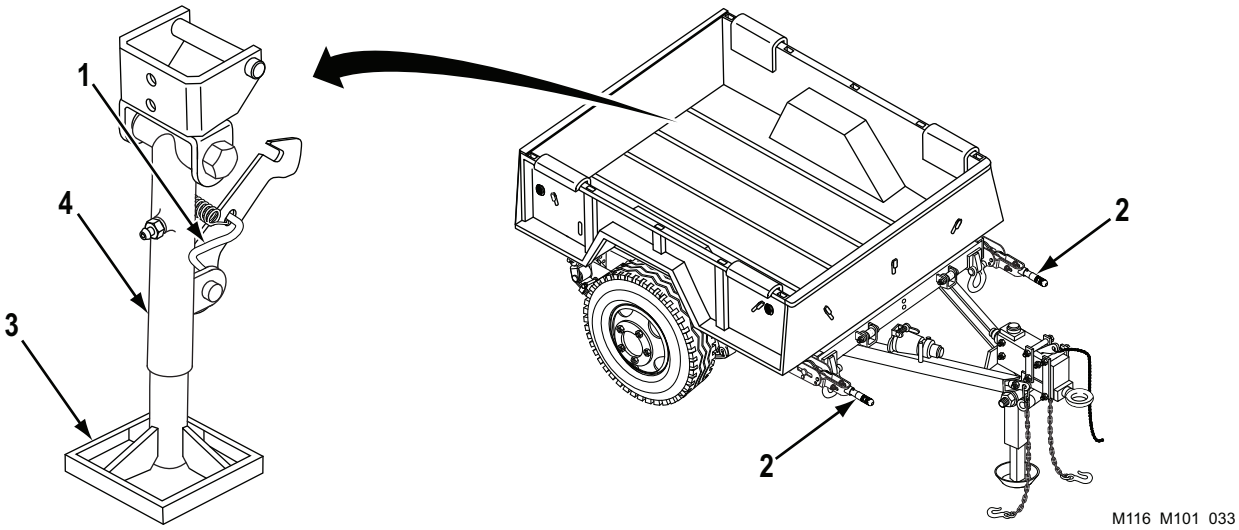

Figure 6. Engage Rear Stabilizer.
1. Operate handbrake levers (Figure 6, Item 2) to apply handbrakes. See OPERATING HANDBRAKES (WP 0005-1).
2. If equipped with rear stabilizer (Figure 6, Item 4), pull out on release handle (Figure 6, Item 1) and lower rear stabilizer (Figure 6, Item 4). Turn foot assembly (Figure 6, Item 3) until it firmly contacts ground.